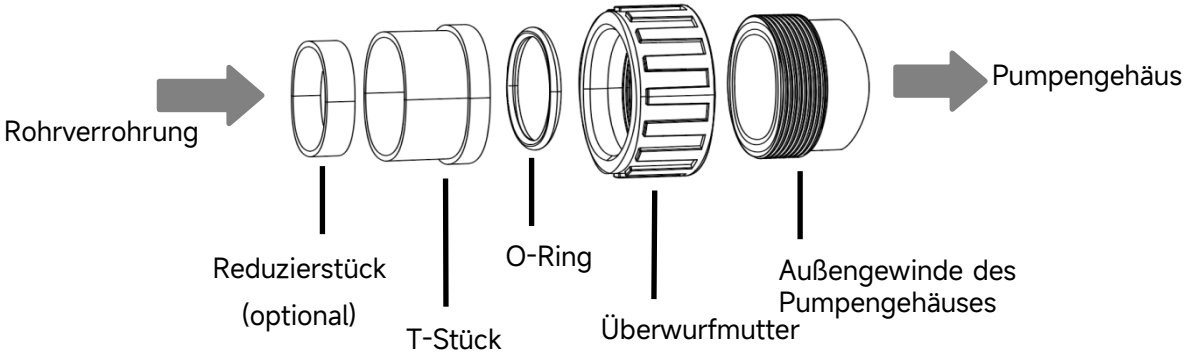

Abbildung 3 – Union Kit
3) Verwenden Sie das vom Pumpenhersteller mitgelieferte Verbindungsset (siehe Abbildung 3). Verwenden Sie keine anderen Verbindungsstücke für den Pumpenein-/auslass, da diese nicht zusammenpassen und das Pumpengehäuse beschädigen könnten.